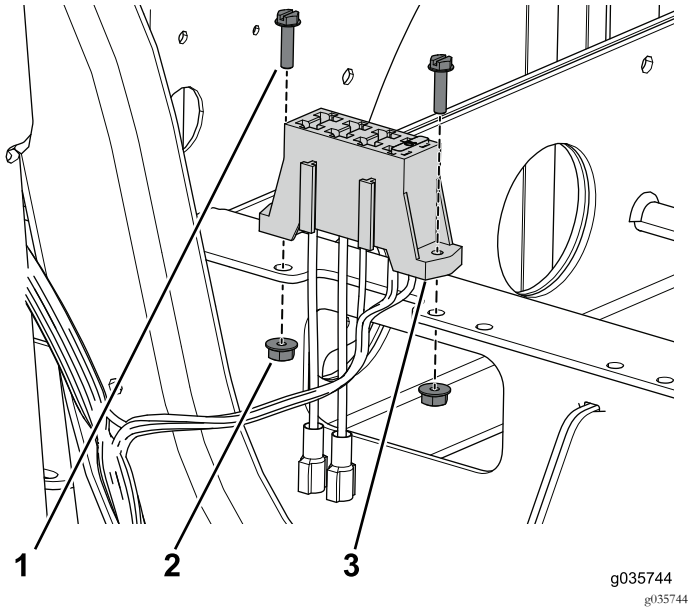

Figuur 83
3. Gebruik de 2 schroeven en moeren waarmee de zekeringhouder aan de voorste accubak bevestigd is (Figuur 83).